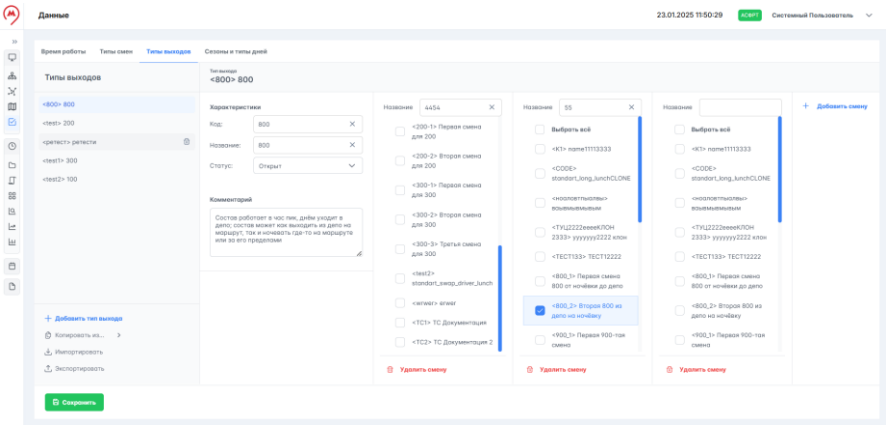

Рисунок 129 – Удаление типа выходов
1. Навести курсор мыши на требуемый тип выхода в списке на панели управления, в строке типа выхода отобразится управляющий символ (рисунок 129).